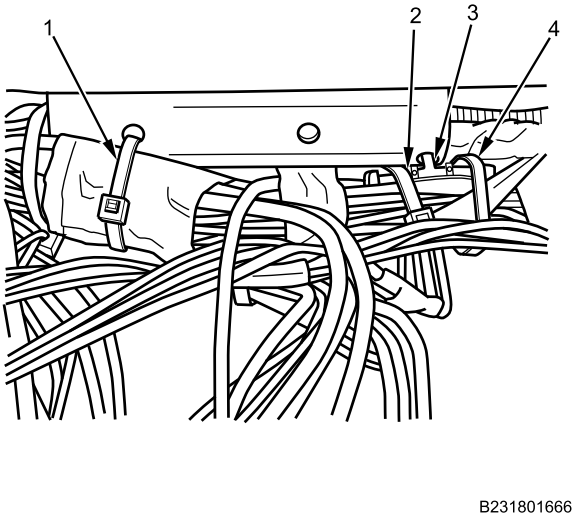

Figure 24. IP Wiring Harness Cable Lock Straps.
17. Install two new right wiring harness cable lock straps (Figure 24, Item 2 and 4) on IP wiring harness bundle and IP brace bracket clip (Figure 24, Item 1) through IP right side closeout opening.
18. Install new left wiring harness cable lock strap (Figure 24, Item 1) on IP wiring harness bundle and IP brace bracket.